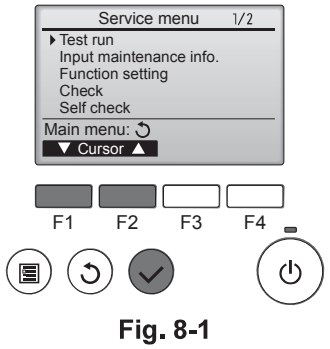

Fig. 8-1
① Vælg "Test run" (Testkørsel) i Service menu (Servicemenu), og tryk på knappen [VÆLG]. (Fig. 8-1)